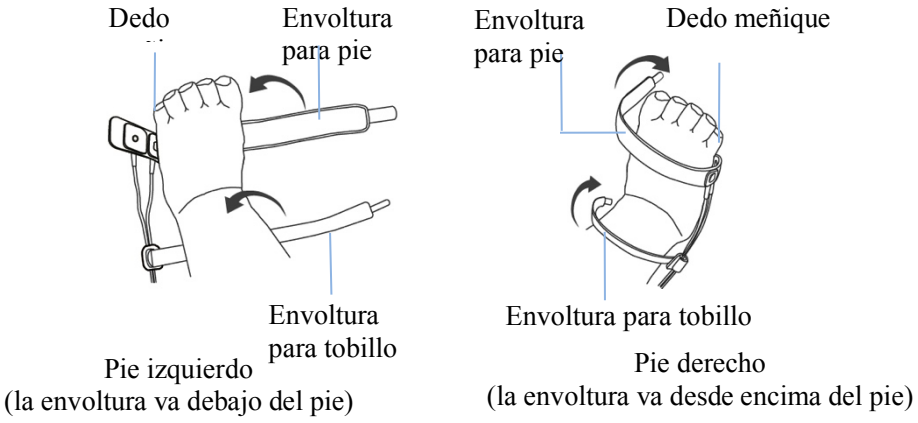

Figura 3.10B
① Para una adecuada colocación en el pie, coloque los sensores en la parte exterior del pie detrás del dedo meñique. Asegúrese que el sensor esté muy cerca de la piel, luego ajuste la envoltura para pie con velcro (vea Figura 3.10B y 3.10C). No sobreajuste.